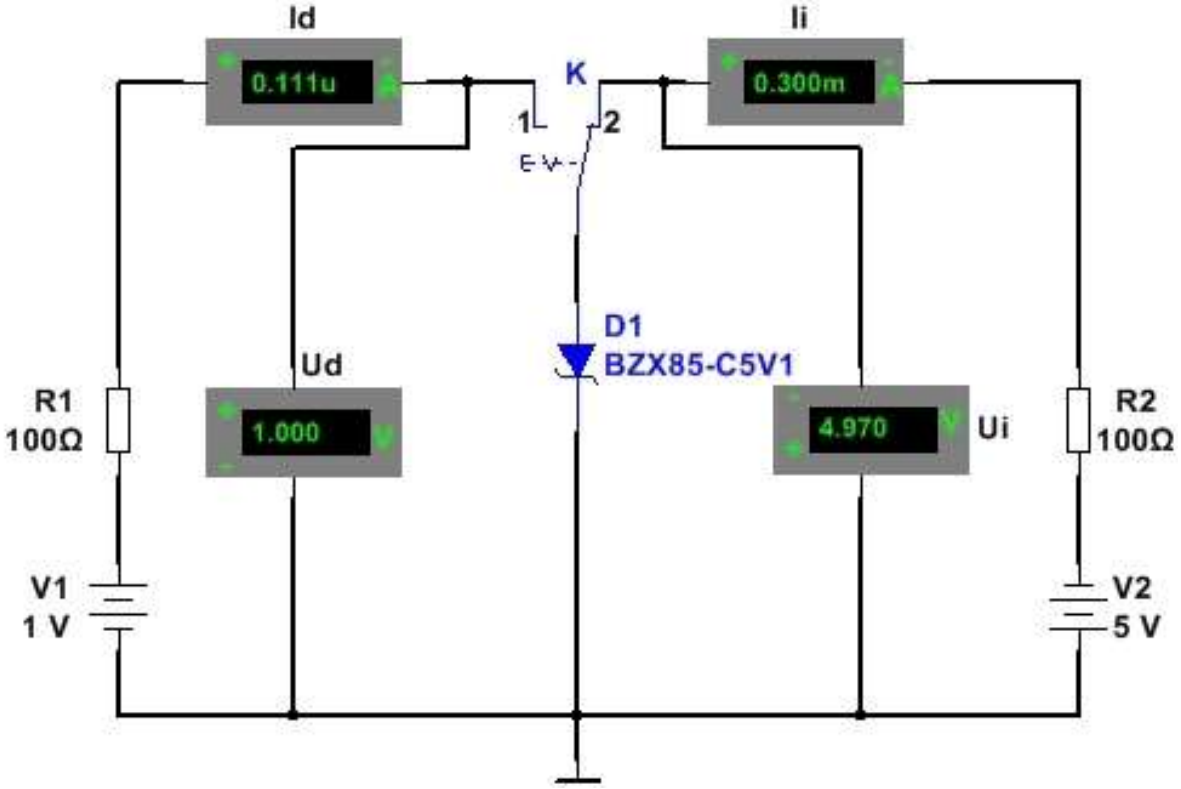

Figura 3.9 Circuite de polarizare directă și inversă a diodei stabilizatoare
1. Se realizează cu simulatorul schema din **figura 3.9**;